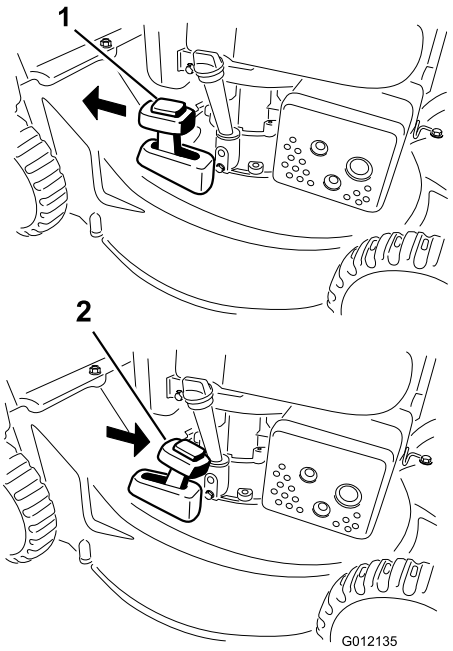

Figuur 16
Om het maaisel te recyclen, zet u de grasvanghendel in de **Recycling**modus (Figuur 16).
2. Plaats de grasvanger; zie De graszak verwijderen (bladz. 12) en zet de grasvanghendel in de **opvang**modus (uitsluitend model 20836) zoals getoond in Figuur 16.
Opmerking: Als de grasvanger op de machine zit, moet u die verwijderen alvorens de achteruitworp te gebruiken; zie De graszak verwijderen (bladz. 12). De grasvanghendel moet in de **grasvang**modus staan (uitsluitend model 20836) zoals getoond in Figuur 16.